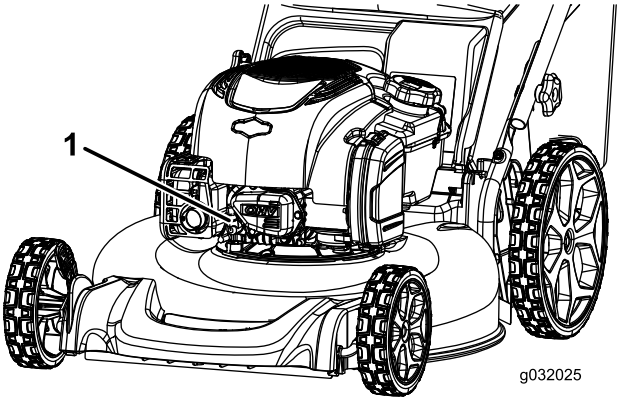

Rysunek 24
2. Przed wykonaniem którejkolwiek z procedur konserwacyjnych odłącz kabel świecy zapłonowej od świecy (Rysunek 24).